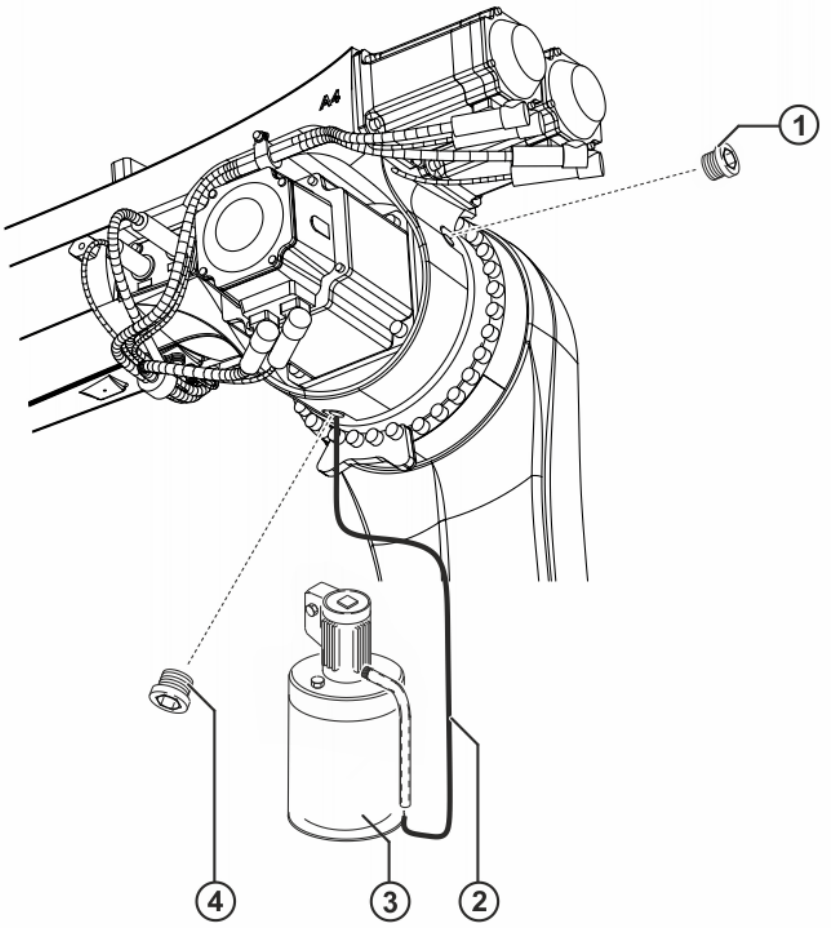

Fig. 8-9: Filling gear unit A3 with gear oil
1. Connect the oil pump to the oil drain hose (>>> *Fig. 8-9*).